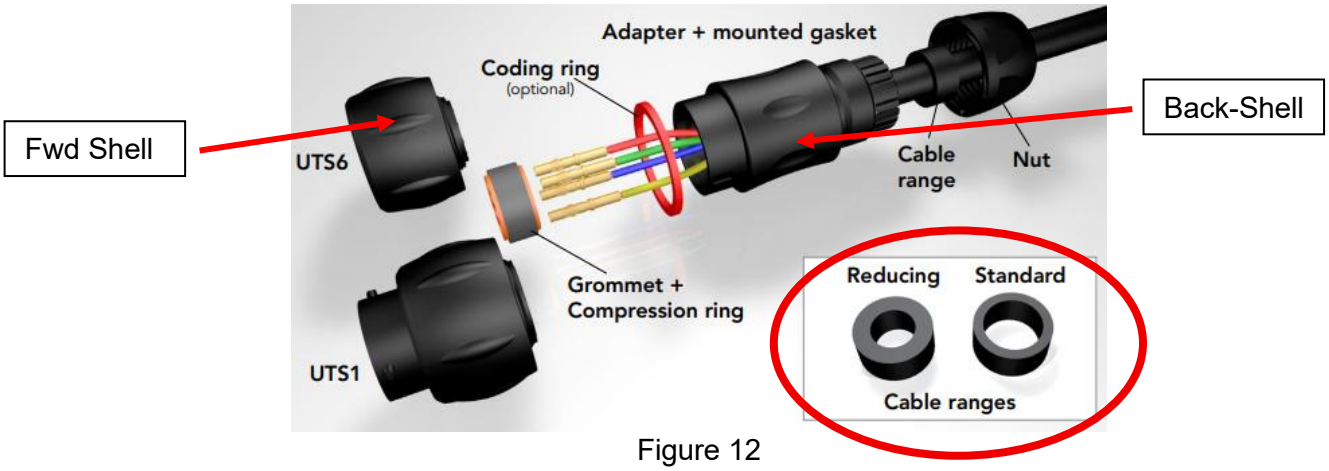

Figure 12
25. Retrieve connector back-shell (ref Figure 12 for the various parts)
26. Carefully remove the “standard size” black rubber cable range/ring (ref Figure 12 – red circle)